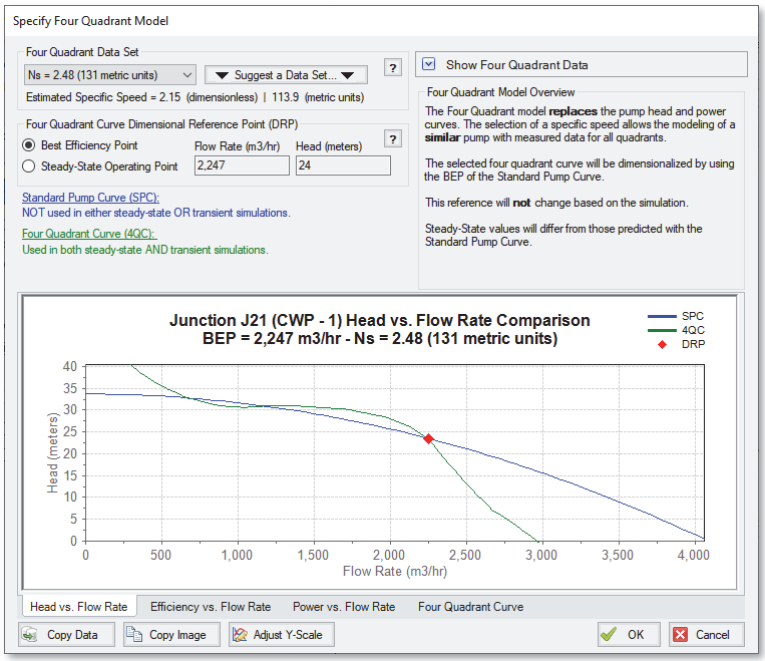

Figure 4.6 The Specify Four Quadrant Model window can be used to select and view options for the dimensionalized four quadrant data set.
7. The specific speed in this case is estimated to be 2.50, and the suggested data set is therefore Ns = 2.48. Click “Select Suggested Data Set and Close”. The Ns = 2.48 data set will now be selected, and the dimensionalized curve will be displayed against the previously entered Standard Pump Curve. (Figure 4.6)